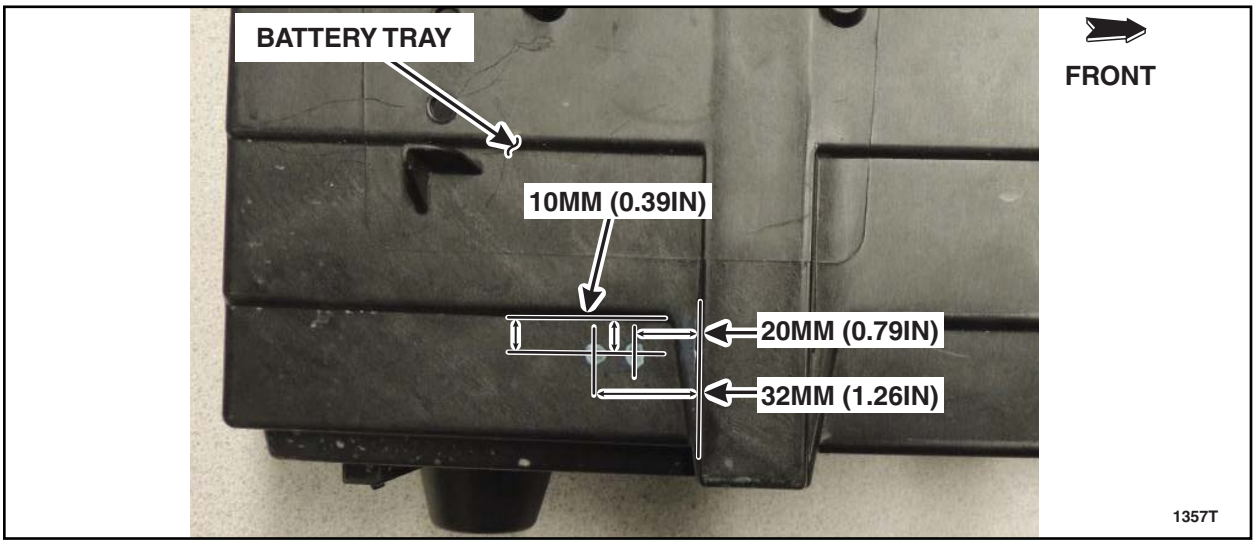

FIGURE D2
2. Measure and mark the two hole locations on the battery tray for the *new* wire harness clip. See Figure D2.